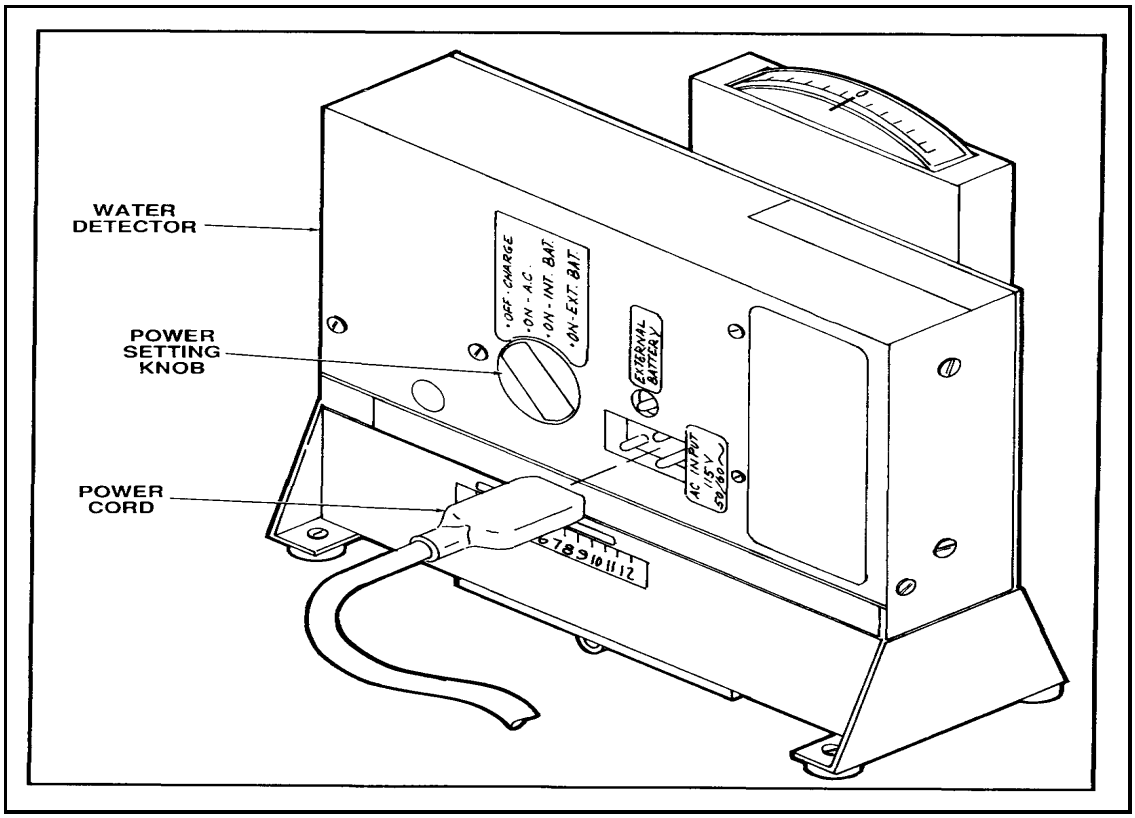

Figure E-2. AC/internal/external power settings
• Turn on the water detector, setting the indicator switch to the appropriate power source: set to AC (50 or 60 Hz, 110-120v, using power cord), internal battery, or external battery (using external battery cord). See Figure E-2, page E-3. When using the internal battery, ensure the battery is charged if the battery is in a low or no battery power condition. A low battery condition can be identified by sluggish response of the meter or failure of the detector to stay calibrated during two successive tests. Use of the detector in a low or no battery condition will provide inaccurate test results.